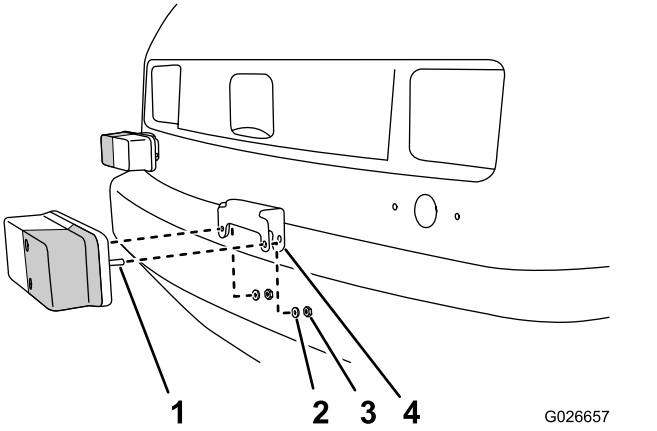

Figura 5
2. Presione el soporte sobre los espárragos de la luz (Figura 5).